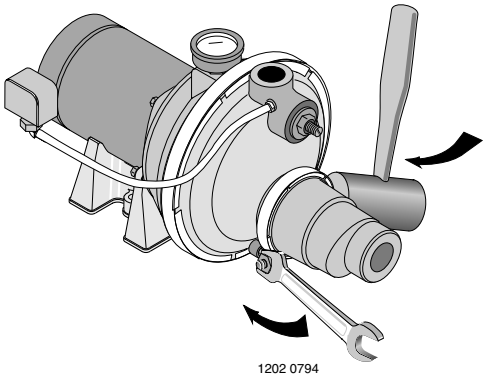

Figura 8: Instale el Eyector
2. Instalar el kit del eyector FP4875 o 29650 (los kits se venden por separado). Siga las instrucciones que vienen incluidas en el kit. Asegúrese de alinear el venturi con el orificio superior en la parte frontal de la bomba (Vea la Figura 8).